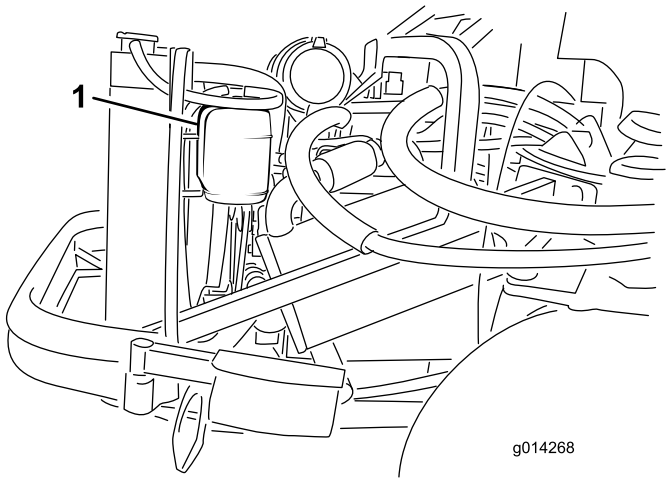

Figur 45
1. Kontrollera kylvätskenivån i expansionstanken (Figur 45). Nivån bör ligga mellan markeringarna på sidan av tanken.